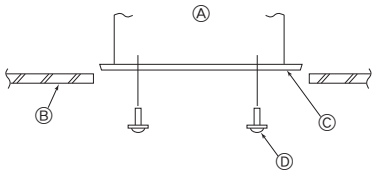

Fig. 4-7
4.6. Überprüfung der Position der Hauptanlage und Festziehen der Aufhängungsstehbolzen (Fig. 4-7)